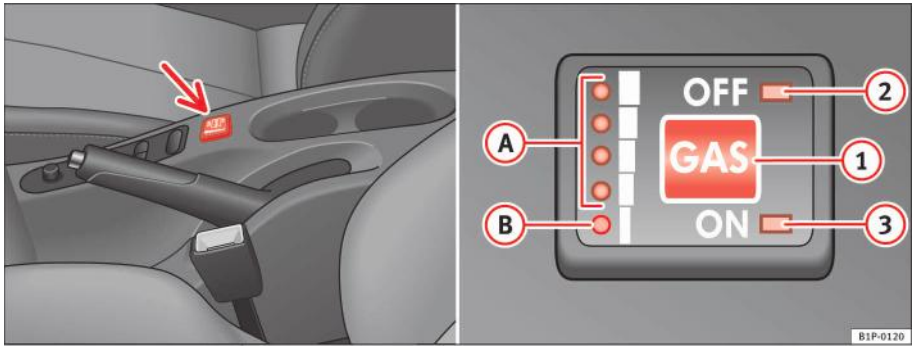

Fig. 35 Consola centrală: lămpile de avertizare şi comutatorul sistemului de gaz.
Nivelul de GPL din rezervor este indicat ce cele cinci lămpi de control ⇒ fig. 35 (A) şi (B). Acesta variază în funcţie de temperaturile exterioare.